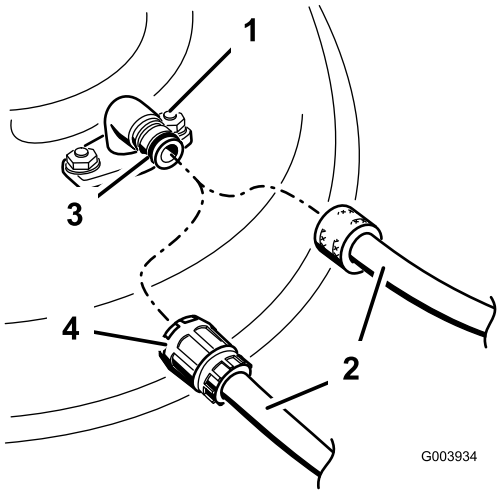

Figur 72
3. Anslut slangkopplingen till klipparens tvättkoppling och vrid på vattnet ordentligt (Figur 72).